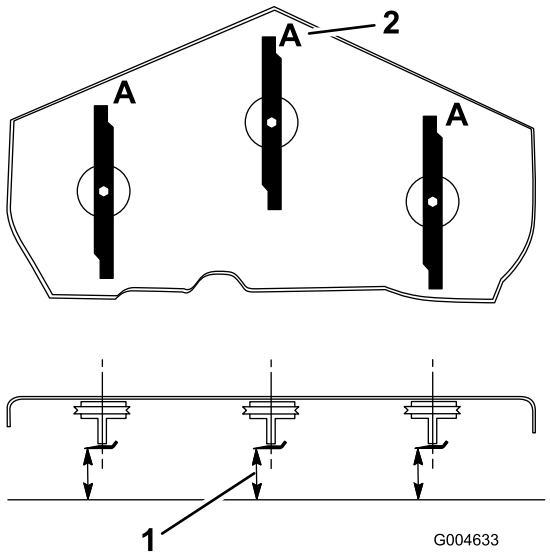

**Figur 66**
3. Drej knivene, indtil enderne vender fremad og bagud (Figur 66). Mål fra en plan overflade til skærekanten, position **A**, på knivene(Figur 66). Noter dette mål.